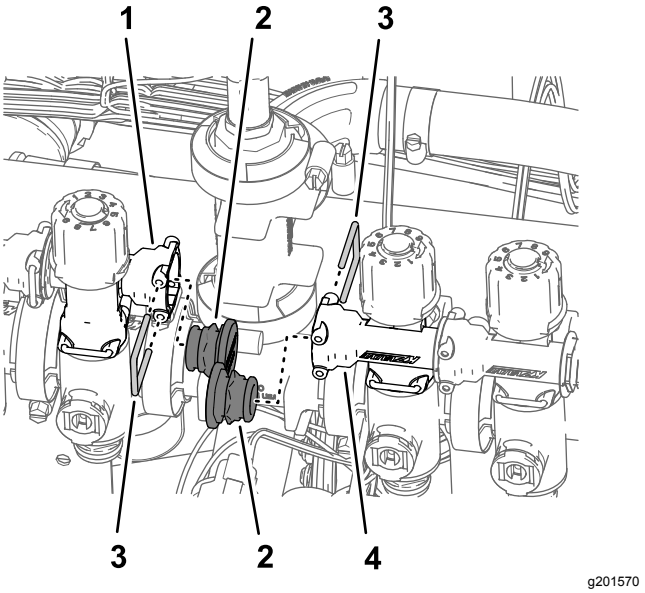

Rysunek 100
3. Zdjąć zapinki mocujące korki w gniazdach szybkozłączy przy zaworze dyszy 5 i zaworze dyszy 6, po czym wyjąć korki (Rysunek 100).